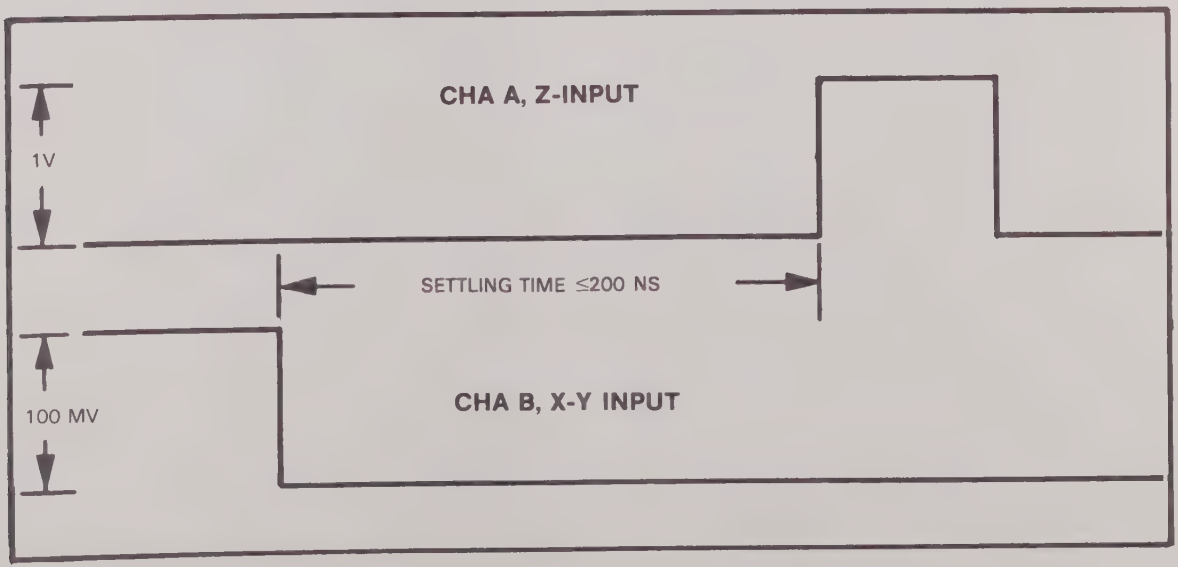

Figure 4-9. Settling Time Measurement with 100 mV Input
m. The time difference measured between pulses on monitor oscilloscope must be less than 200 ns. (See figure 4-9.)